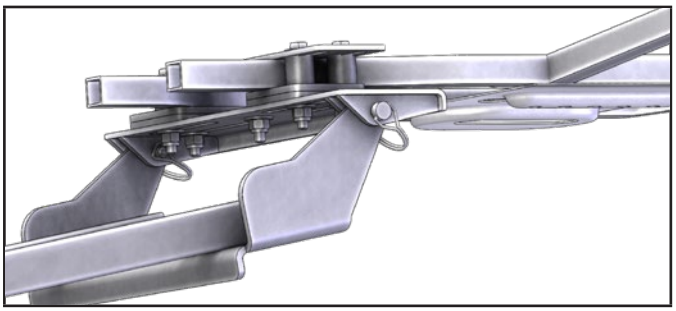

Figura 12 - Fijación del sistema del tubo
11. Fije el sistema del tubo al sistema del Soporte Híbrido posicionando primero el sistema del tubo, con la cuchilla instalada, bajo su ATV. Luego eleve los puntos de fijación al soporte y alinee los orificios en la placa de montaje con los orificios en el sistema del tubo. Inserte el pasador a través de los orificios y asegure en ambos lados con los broches como de muestra en la figura 12.